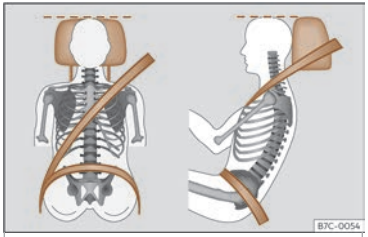

Fig. 3 Bandas do cinto e repousacabezas axustados correctamente.
- Axuste o repousacabezas para que o bordo superior estea, na medida do posible, á altura da parte superior da cabeza, en ningún caso debaixo dos ollos. Manteña a caluga o máis preto posible do repousacabezas ››› **fig. 3**.